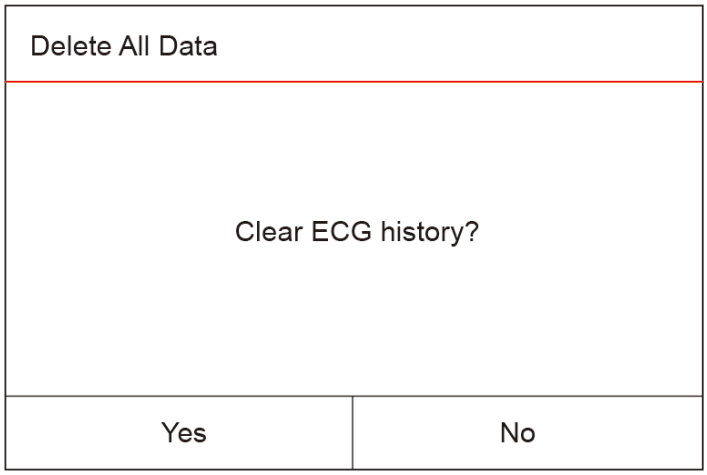

Figura 4.5 Cancellazione dello storico ECG
- ➢ Esercitando una pressione lunga sul tasto OK "  " appare una finestra di dialogo per la cancellazione delle registrazioni, come da figura 4.5, e l'utente può cancellare tutto lo storico dei dati dei tracciati ECG.